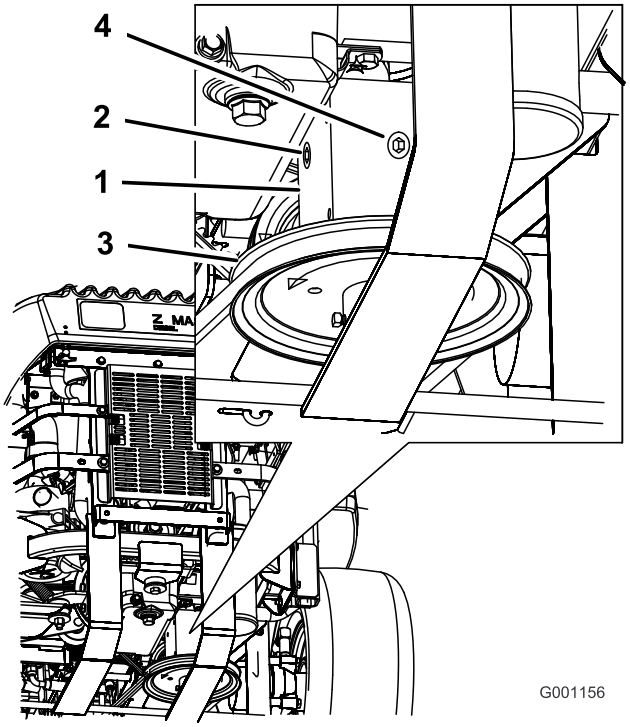

**Figuur 60**
4. Verwijder de plug aan de zij- of achterkant van de tandwielkast (Figuur 60).